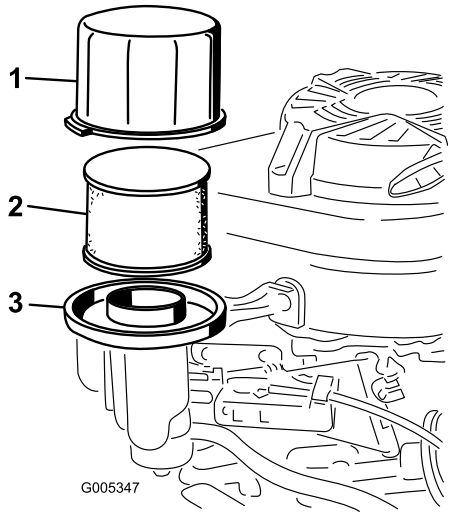

Bild 26
3. Entfernen Sie die Abdeckung und reinigen Sie sie gründlich (Bild 26).
4. Nehmen Sie den Papierluftfilter ab, prüfen Sie ihn (Bild 26) und werfen Sie ihn weg, wenn er zu stark verschmutzt ist.
5. Entfernen Sie den Schaumvorfilter und waschen Sie ihn in milder Seifenlauge. Tupfen Sie ihn dann trocken (Bild 26).